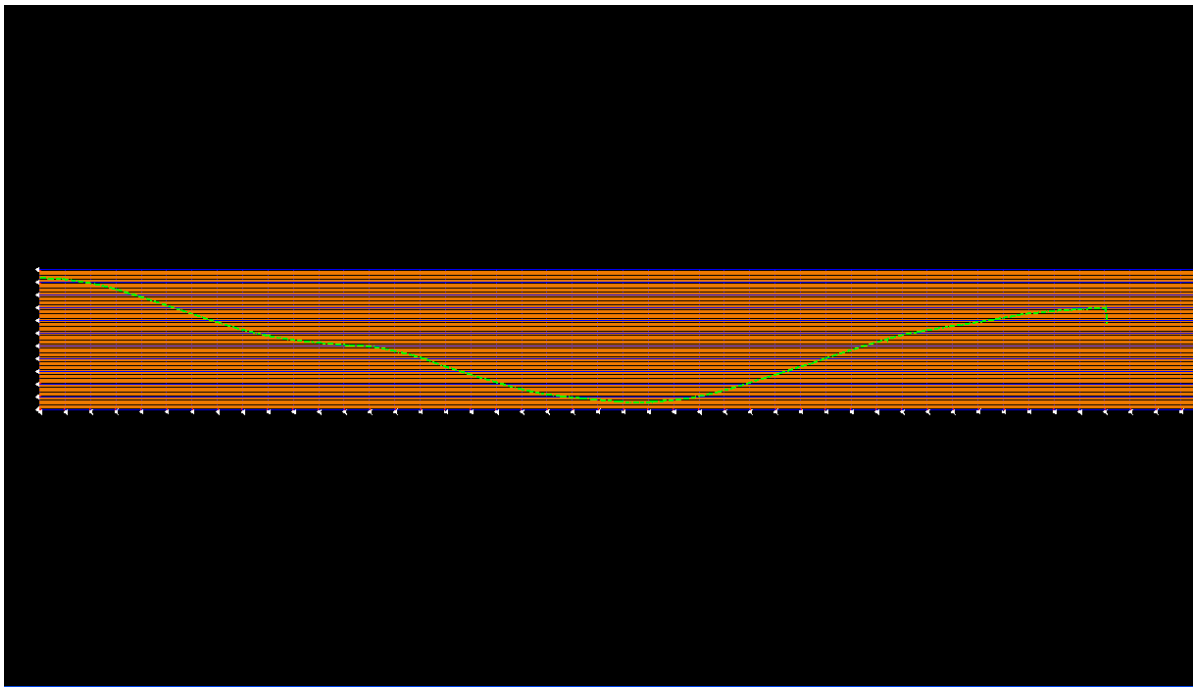

Figure L4-6 MicroStation Window
15.	**For Information Only:** The Screen Capture in *Figure L4-6* shows the results of selecting the Preference **50h_10v_WORKING**. The **50h_10v_WORKING** Preference views all the same information as the **50h_10v_SHEETS** Preference -- yet adds a grid. This is for the temporary viewing of the profile during the design of the project. Permanent viewing of the Profile and Vertical Alignment for plan generation and plotting will be covered in **Lab 6** which depicts the use of the **Plan and Profile Generator** in InRoads. *Information regarding the viewing of selected Profile Preferences.*